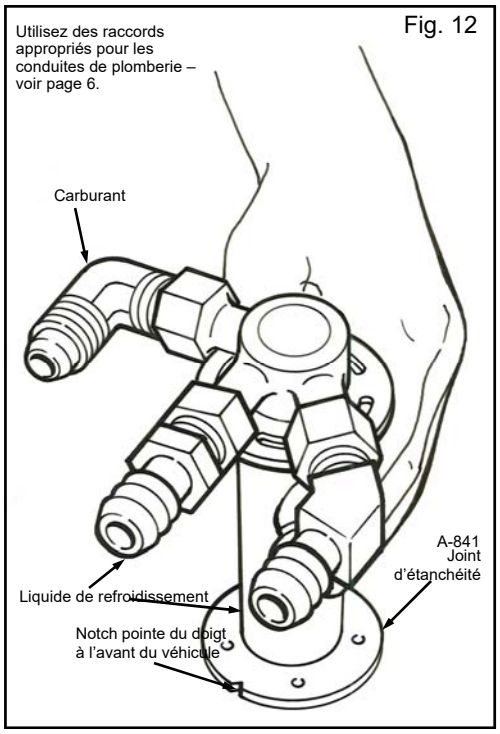

Fig. 12
21. Insérer le chauffe-eau à mi-chemin dans l'ouverture du réservoir, dans la même orientation déterminée à l'étape 18. Voir la figure 12.